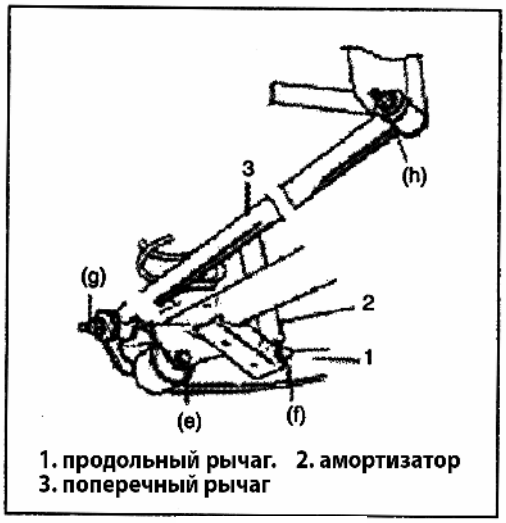

Рис. 590
18) Затяните гайки крепления продольного рычага и болт амортизатора требуемым моментом (Рис.590). Затяните гайки поперечной тяги требуемым моментом.